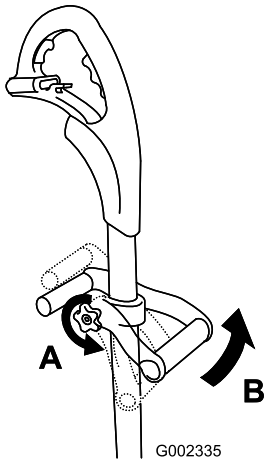

Figuur 1
1. Draai de knop los en zet vervolgens de hulphandgreep op de schacht op de gewenste hoogte door deze omhoog of omlaag te schuiven (Figuur 1).
2. Draai de hulphandgreep in een comfortabele positie (Figuur 1) en zet daarna de knop vast.